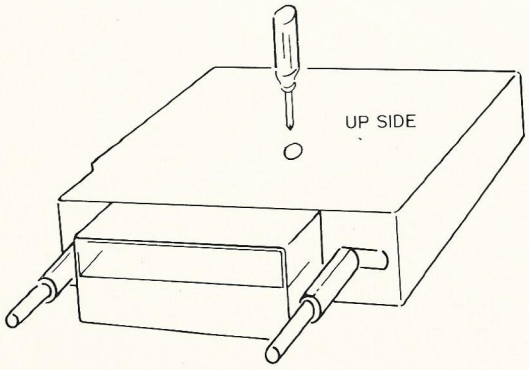

Figure 7
2) Adjust the volume control to an approximate medium position. As shown on Figures 7 and 8, align the tape speed by turning the semi potentiometer VR2 with a small screw driver to obtain the reading of the digital counter between 3000 Hz and 3090 Hz. If the tape speed readings on both tape running direction are different, both frequencies must be within the above limit.